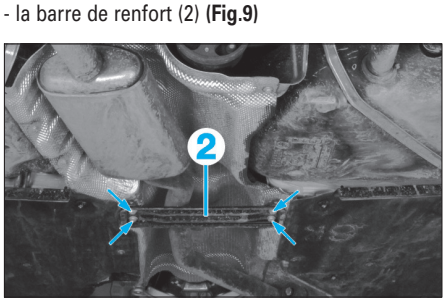

Fig. 9
- la barre de renfort (2) **(Fig.9)**